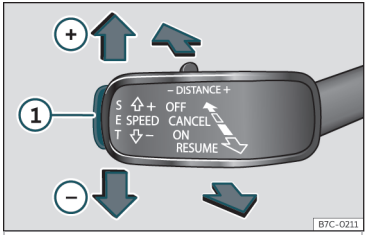

Fig. 209 A la izquierda de la columna de la dirección: teclas para manejar el limitador de velocidad.
- Durante la marcha, presione la tecla **SET** ››› **fig. 209** ①.
- Presione la tecla **SET** ››› **fig. 209** ① para reducir la velocidad en pasos pequeños de 1 km/h (1 mph).
Si desea desactivar temporalmente el limitador de velocidad, p. ej., para adelantar, desplace la palanca al punto de presión **CANCEL** o pulse la tecla ››› **fig. 209** ②.